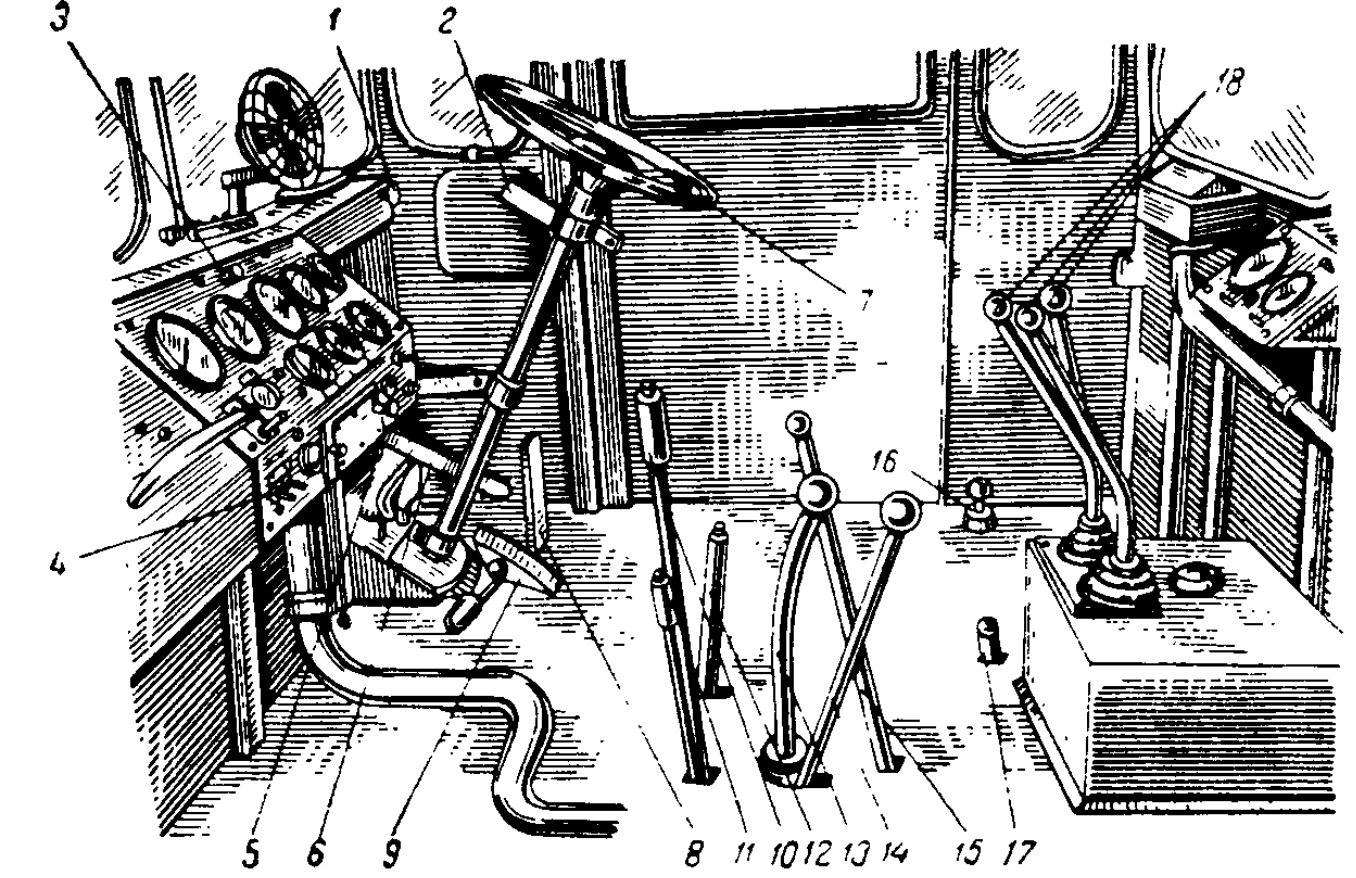

Рис. 35. Расположение органов управления в кабине трактора:
Все органы управления трактором и контрольные приборы расположены в кабине (рис. 35). Исключение составляет щиток зимнего запуска, который установлен на левой боковине облицовки радиатора.
Запуск двигателя. Устанавливают рычаг *15* (рис. 35) переключения передач в положение на «слив», рычаг *13* переключения режимов грузового вала — в нейтральное положение и, перемещая назад рычаг *10* стояночного тормоза до отказа, затягивают стояночный тормоз.
1. Прицепные сельскохозяйственные орудия и машины соединять с трактором прицепной скобой *4* (рис. 38 б), которая устанавливается в задние шаровые шарниры *3* нижних тяг на высоте 400 мм. Средняя рукоятка *18* (рис. 35) распределителя должна находиться в положении «нейтраль», а при работе с плугом ПН-8-35 и агрегатом плоскорезов АП-7,5 — в положении «плавающее».